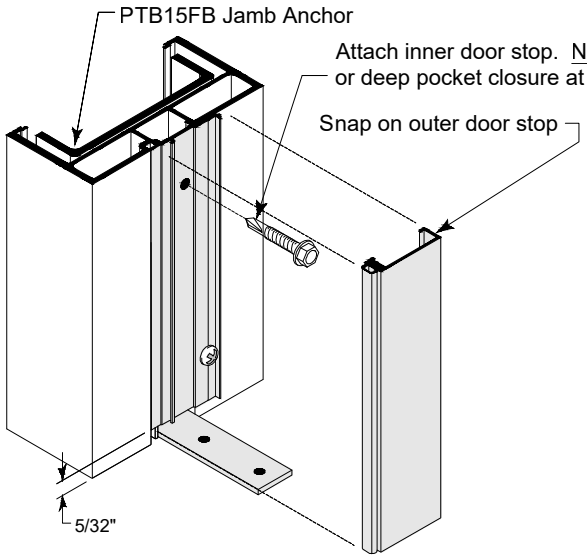

Fig. 31.1
C. Attach inner door stop to jambs with S419 #12-24 x 1-1/2" HH screws. See **Fig. 31.1**.